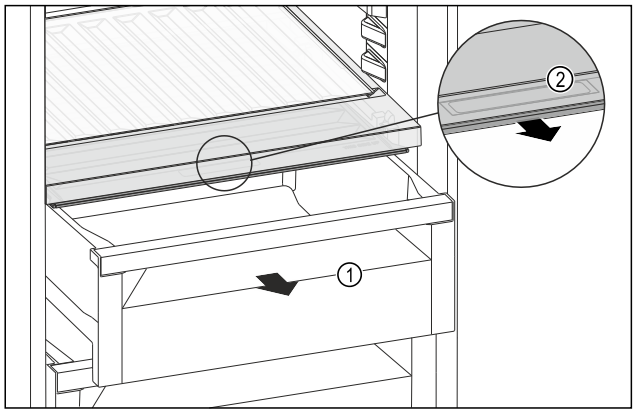

Fig. 237
▶ Pull out the drawer *Fig. 237 (1)*.
▶ Grasp the recessed grip *Fig. 237 (2)* on the compartment lid and pull the compartment lid forwards at the same time.